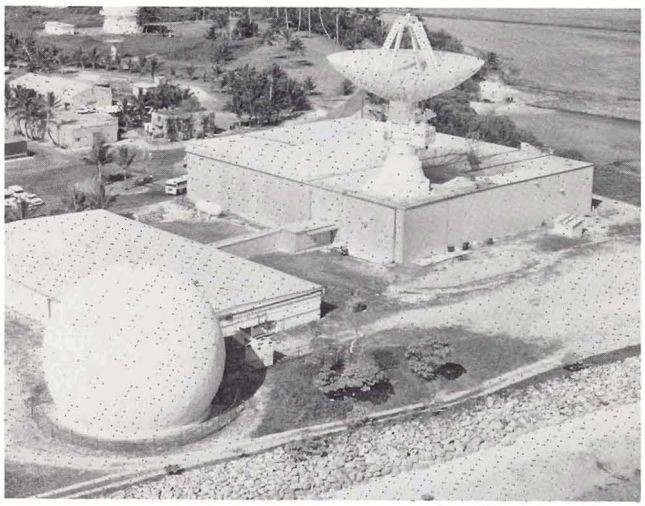

Figure 2. TRADEX (roof mounted). ALCOR in radome, left foreground.
■ TRADEX (Target Resolution and Discrimination Experiment) (fig 2) has an extensive repertoire of coherent, high pulse repetition frequency (PRF) waveforms for unambiguous doppler measurements and high resolution doppler discrimination. It provides D- and F-band reentry vehicle and wake signature data.